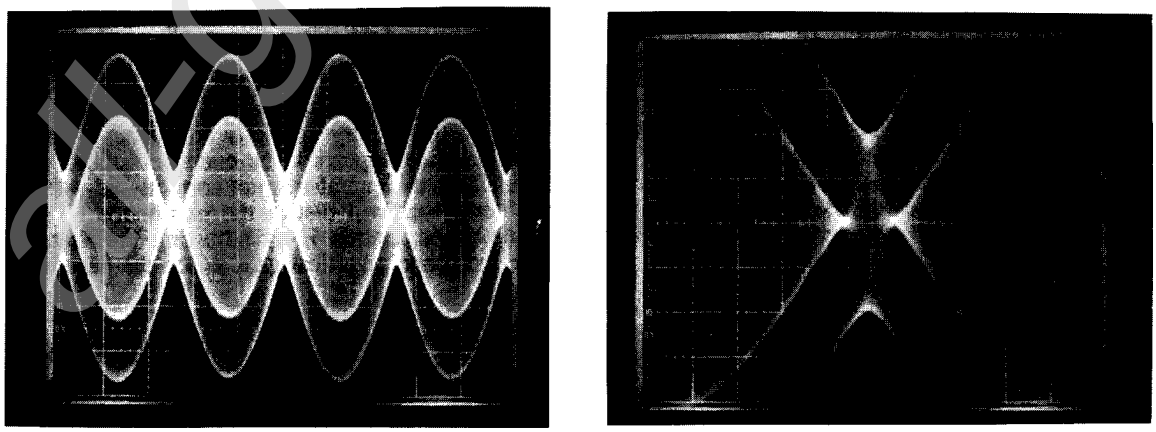

Figure 6: Oscilloscope Displays, Step 11-L
l) Adjust the oscilloscope's timebase, vertical sensitivity, and trigger controls to obtain a display like the left-hand one in Figure 6. Verify that the "tips" where the waveforms intersect are perfectly horizontal and level. If they are not, adjust the Stereo Generator's PILOT PHASE control until they are.
The "tips" will be perfectly horizontal when pilot phase is correct. Expand the oscilloscope's vertical scale by 10×, and expand its sweep to more closely examine these "tips" (see the right-hand display in Figure 6).